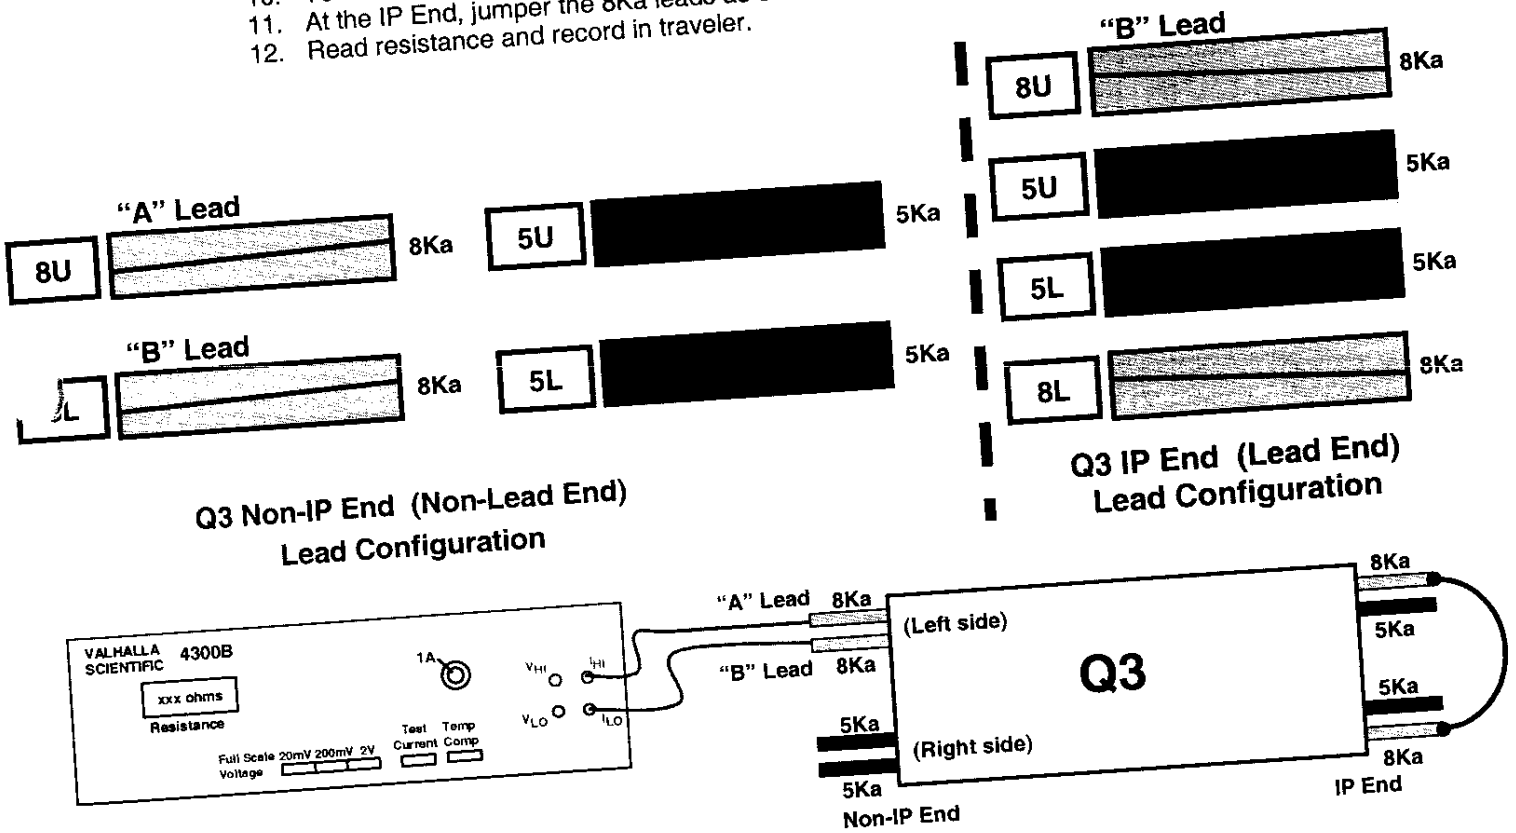

Figure 18.1-A
6. Connect I_{HI} to "A" Lead as shown in figure 18.1-A.
7. Connect I_{LO} to "B" Lead as shown in figure 18.1-A.
11. At the IP End, jumper the 8Ka leads as shown in Figure 18.1-A.